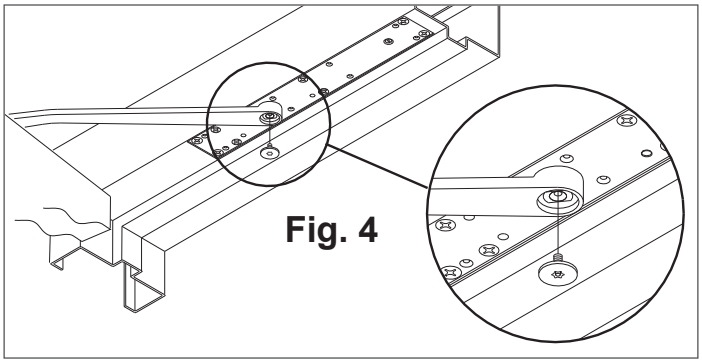

Fig. 4
d. With closer shaft now stationary, move the end of the arm to shaft of closer. Slowly move door so hole in arm lines up correctly with closer shaft. Push arm up into position and insert arm shaft screw, as shown in Fig. 4.